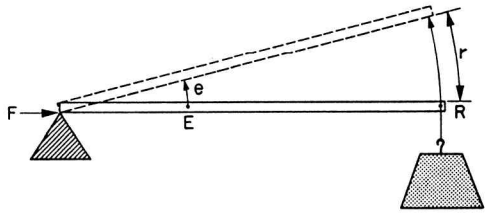

Figure 1-5.—A third-class lever.
weight or resistance to be overcome is at the other end, with the effort applied at some point between. You can always spot the third-class levers because you will find the effort applied between the fulcrum and the resistance. Look at figure 1-5. It is easy to see that while E moved the short distance (e), the resistance (R) was moved a greater distance (r). The speed of R must have been greater than that of E, since R covered a greater distance in the same length of time.